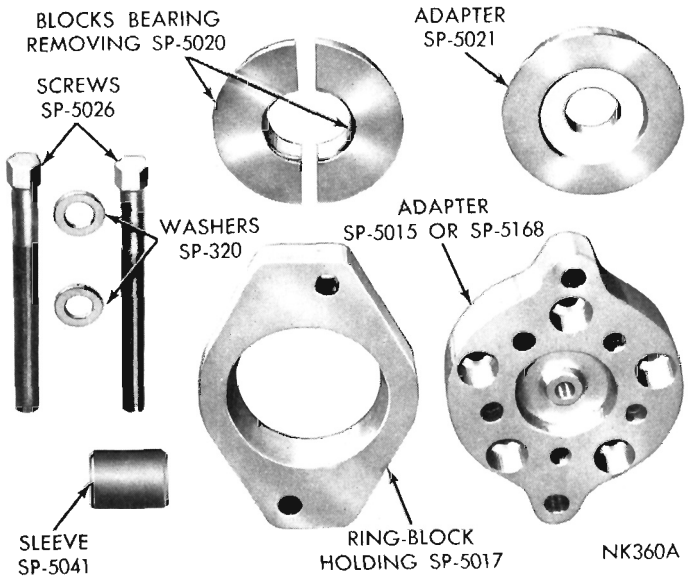
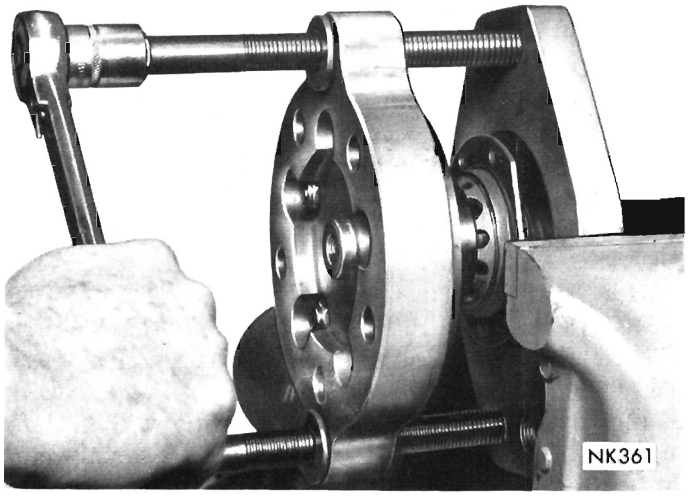

Fig. 3—Tool Set C-3971
Fig. 12—Removing Bearing Cone with Tool C-3971
(3) Remove parking brake strut.
(4) Attach axle shaft remover Tool C-3971 (Fig. 3) to axle shaft flange and remove axle shaft. Remove brake assembly and gaskets.
(7) Remove the bearing cone using Tool C-3971 (Fig. 3). Tighten bolts of tool alternately until cone is removed (Fig. 12).
(8) Remove seal in bearing retainer plate and replace with new seal.